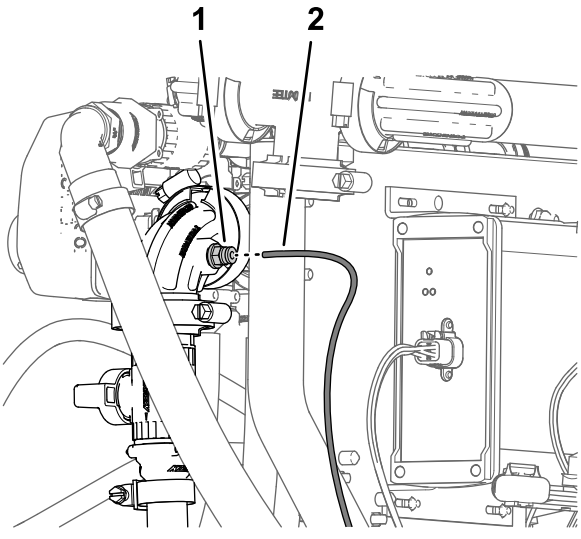

Figuur 138
5. Lijn het uiteinde van de druksensorbuis (plastic) voor de drukmeter in het dashboard uit met de borgkraag voor de buiskoppeling in de 90°-fitting van de afsluitklep van de spuitstok of de elektrische slanghaspel (Figuur 138).
6. Druk de sensorbuis in de borgkraag tot de buis niet meer verder kan (Figuur 138).